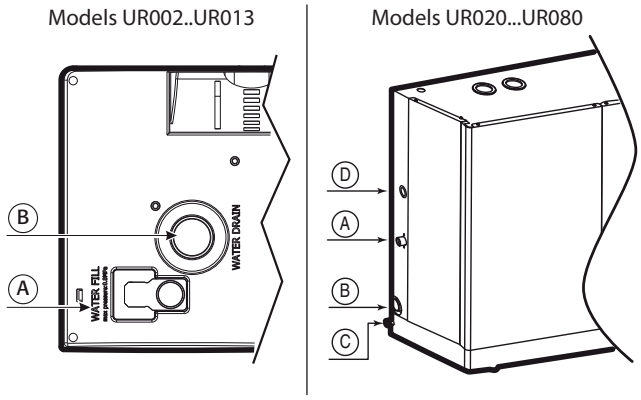

Fig. 2.b Fig. 2.c
- the drain pipe must run vertically downwards at least 30 cm (figure 2.a) to prevent the return of steam.